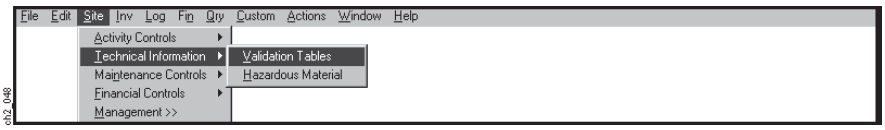

Figure 2-69
(3) Step 3. On the Technical Information Submenu above (Figure 2-69), select the Validation Tables Option. The Validation Tables Screen will appear and allows you to access the following tables: